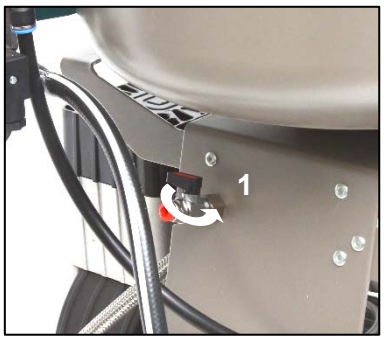

Fig. 14
Compressor shut-down for service or any other reason is performed at the pressure switch (1) by turning the alternation switch (2) to the “0” position and **pulling the mains plug from the socket**. This disconnects the compressor from power supply. Then open the drain valve (Fig. 14) to decrease the pressure in the air tank to zero.
Compressors (Fig. 14)
If the compressor will not be used for a prolonged time period, drain all condensate from the air tank. Then turn on the compressor for 10 minutes, keeping the drain valve open (1) (Fig. 14). Switch off the compressor using the switch (2) at the pressure switch (1) (Fig. 13), close the drain valve and disconnect the device from the mains.
- Release air pressure in the pressure tank by opening the drain valve (1) (Fig. 14).